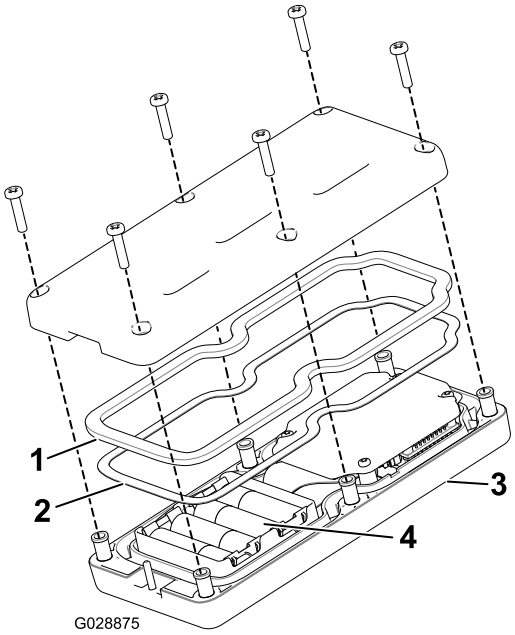

Figur 18
2. Sätt i batterierna i facket och var noga med att placera polerna åt rätt håll. (Enheten skadas inte om batterierna sätts i fel, men den fungerar inte.) Det finns polaritetsmarkeringar i facket för varje terminal (Figur 18).
3. Se till att stålpackningen och gummitätningen sitter i kanalen i handkontrollen och sätt tillbaka det bakre locket (Figur 18).
4. Fäst locket med 6 skruvar (Figur 18) och dra åt dem till 1,5–1,7 Nm.